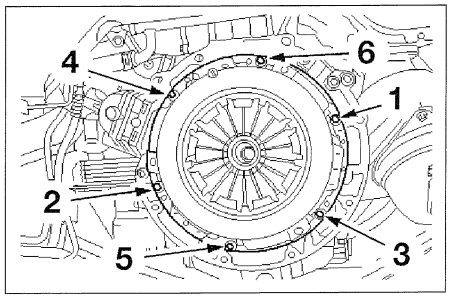

FIG. 1
• Aflojar progresivamente y por pasadas sucesivas los tornillos de fijación del mecanismo **(fig. 1)** y separar este último recuperando el disco.
• Colocar el mecanismo en el volante y apretar progresivamente los tornillos de fijación en diagonal y por pasadas sucesivas hasta el par prescrito **(fig. 1)**.